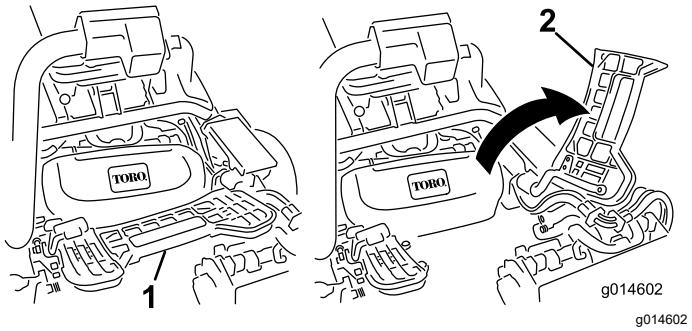

Figure 64
2. Relevez le repose-pieds pour accéder à la position de l'unité de coupe centrale (Figure 64).